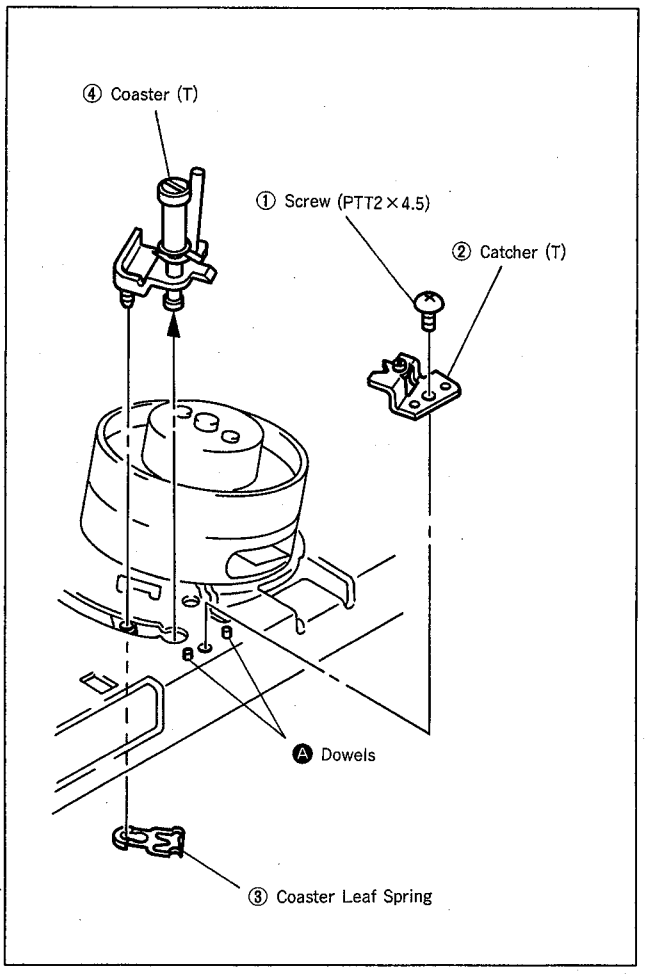

Fig. 27
1) Mount the coaster (S) ④.
2) Mount the catcher (S) ② with its holes inserted into dowels Ⓐ of chassis at two places.
3) Tighten a screw ①.
4) Referring to 4-18 Loading Gear (S) Assembly, mount the coaster leaf spring ③.
4-21. COASTER (T) (Fig. 27)